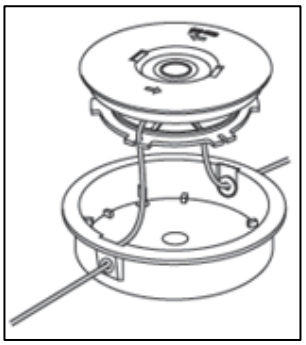

Rys. 25
5. Teraz przeciągnij każdą końcówkę żyłki przez otwory w obudowie szpuli (Rys. 25). Obniż szpulę i włóż w głowicę. Przeciągnij nadmiar żyłki. Upewnij się, że żyłka nie jest poplątana.